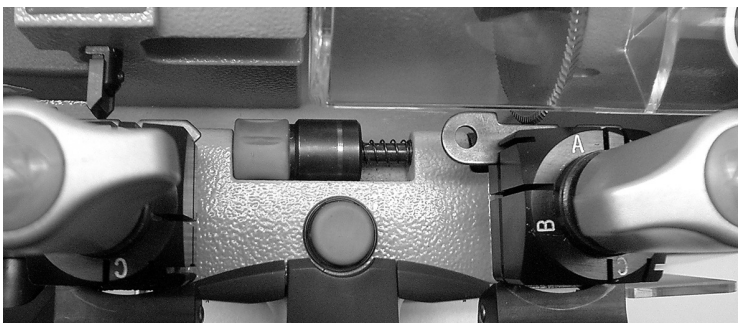

Fig. 14
5) Take the flat part of the key into contact with the cutting tool and tracer point (fig.14).